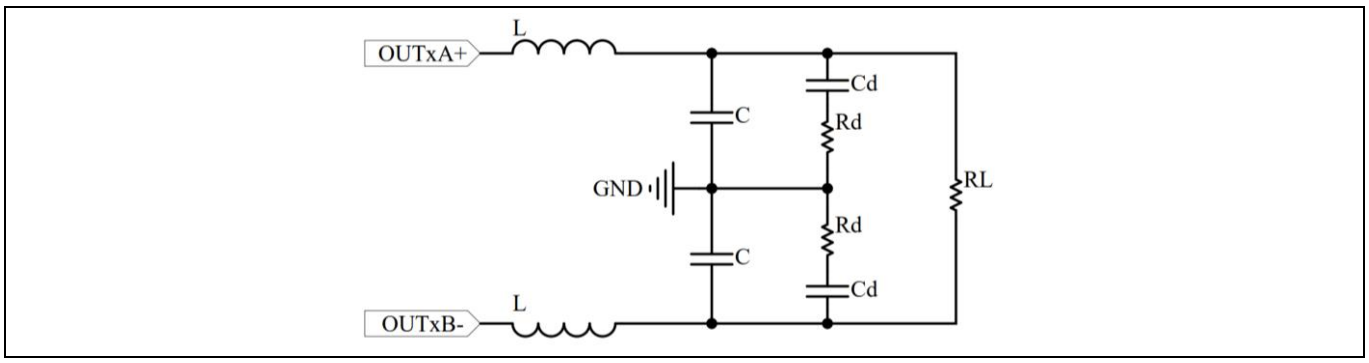
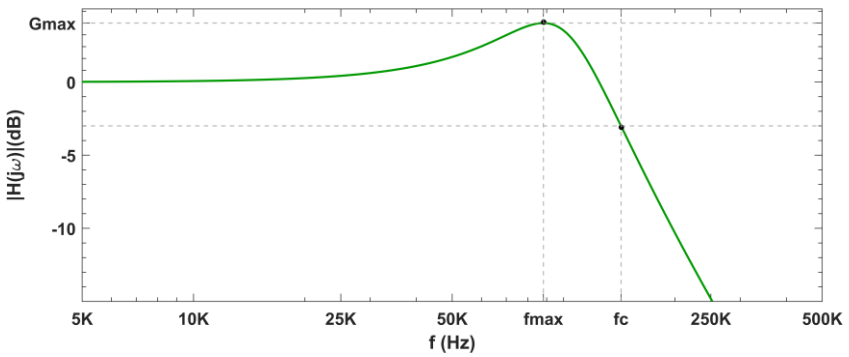

Figure 1 Bridge tied load (BTL) output filter configuration.
Figure 2 Example of the magnitude response of the second-order filter with G_{max} and f_{max} parameters. G_{max} is the magnitude of maximum peaking.
Table 2 Key considerations for recommended output filter configurations in Figure 1
5. Select L and C values according to the amount of suppression desired in the frequency region of interest. Consider and use G_{max} (Figure 2 and Table 3) and the capacitance limits (Table 4) as design parameters. L and C must not be chosen arbitrarily. It is also strongly recommended to use an Rd+Cd damping network (Figure 1), where Cd should be between 2 and 10 times the value of C.